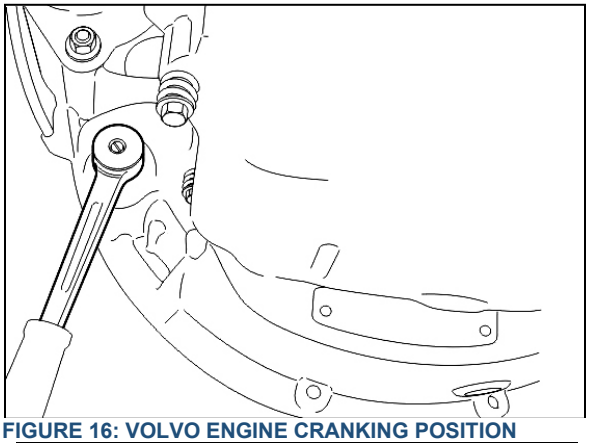

**FIGURE 16: VOLVO ENGINE CRANKING POSITION**
*Remove starter motor located on engine L.H. side. Removing the starter motor will allow access to unfasten the 12 converter-to-flexible plate attaching screws. Remove the plug located below starter motor and install cranking tool (88800014). Cranking the engine to gain access to the attaching screws may be done by turning the cranking tool using a suitable adapter (Figure 16).*